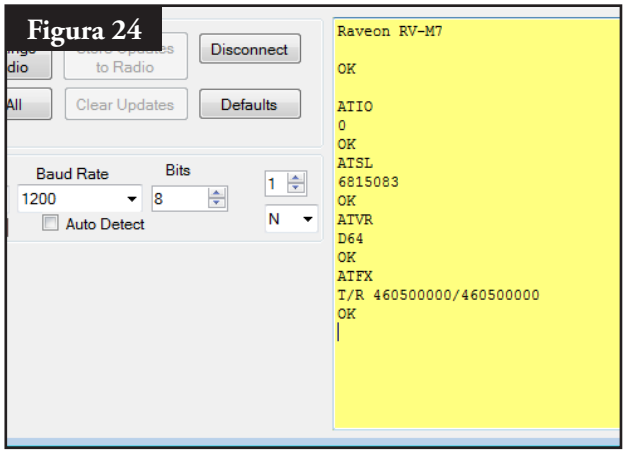

Figura 24
10. Para ver la frecuencia de radio actual, introduzca **ATFX** en la línea de comandos (**Figura 24**).